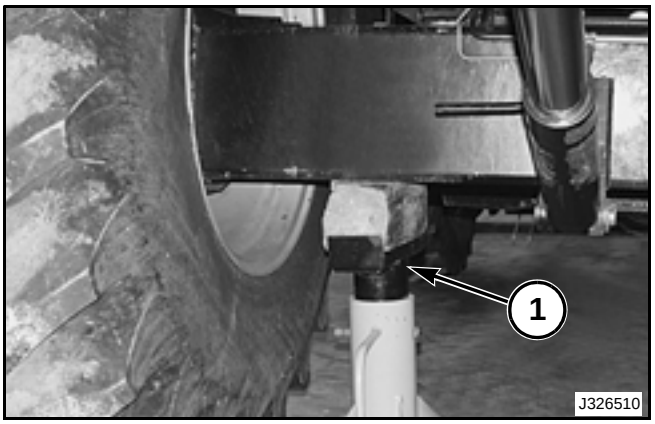

FIG. 92
FIG. 92: Place a suitable jack stand (1) below the axle and adjust the jack stand to the axle. Lower the combine until the weight of the combine is supported by the jack stand.